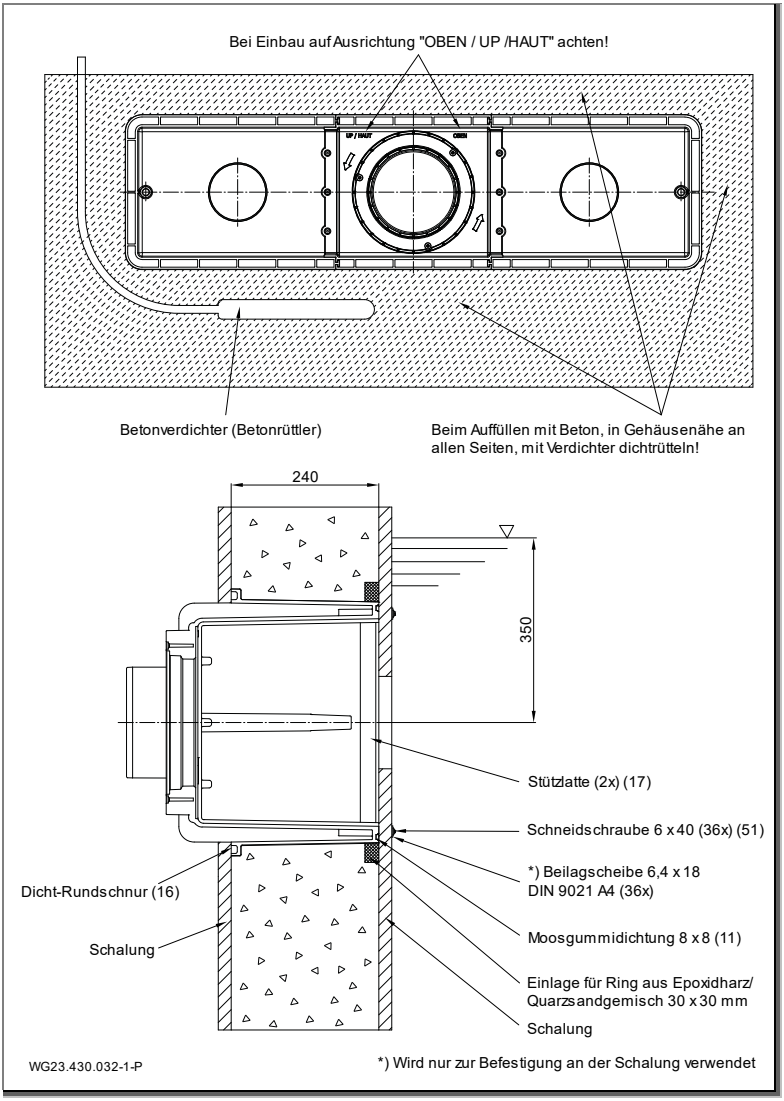

Abb. 5
Für die Abdichtung zur Betonwand wird empfohlen, einen umlaufenden Ring aus Epoxidharz/Quarzsand an der beckenseitigen Außenwand des Gehäuses (1) zu erstellen. Siehe "Abb. 5" auf Seite 22